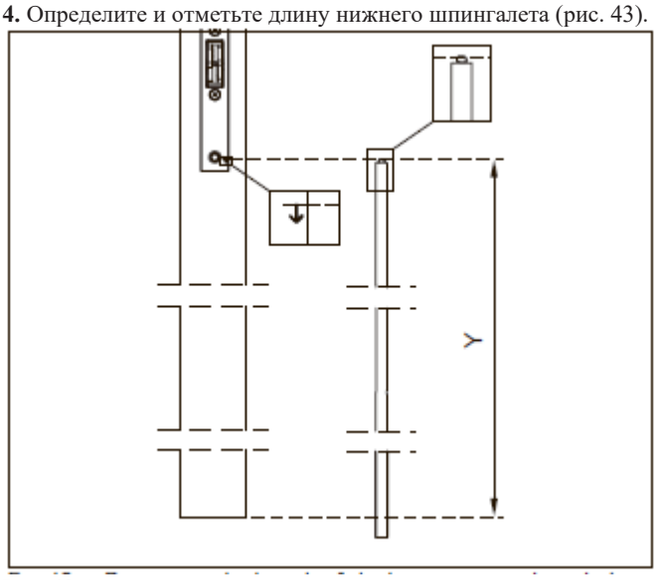

Рис. 43 Определение длины нижнего шпингалета
4. Определите и отметьте длину нижнего шпингалета (рис. 43).